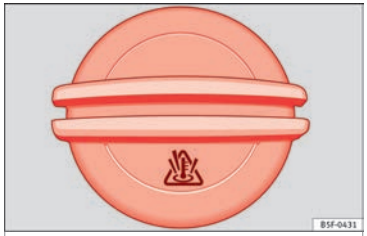

Fig. 171 In the engine compartment: Coolant expansion tank cap
- The coolant expansion tank is easily recognisable because of the symbol on the cap ››› Fig. 171.